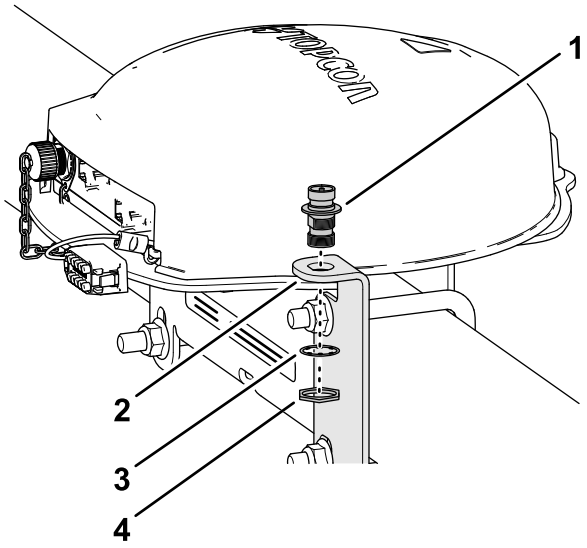

Figur 153
1. Rikta in koaxialkopplingen genom öppningen i RTK-antennfästet med motorväggsgängorna på kopplingen nedåt (Figur 153).
2. Montera koaxialkopplingen på antennfästet med låsbrickan och kontramuttern, och dra åt kontramuttern för hand (Figur 153).